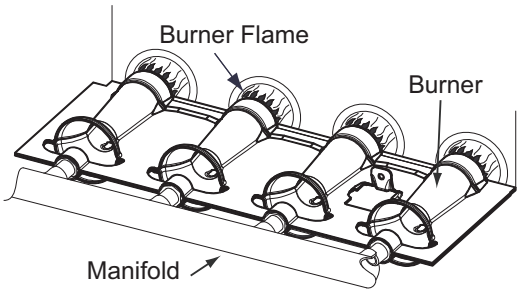

**Fig. 45 - Burner Flame**
**NOTE**: When correct input is obtained, main burner flame should be clear blue, almost transparent (see Fig. 45).
**NOTE**: When correct input is obtained, main burner flame should be clear blue, almost transparent. (See Fig. 45).